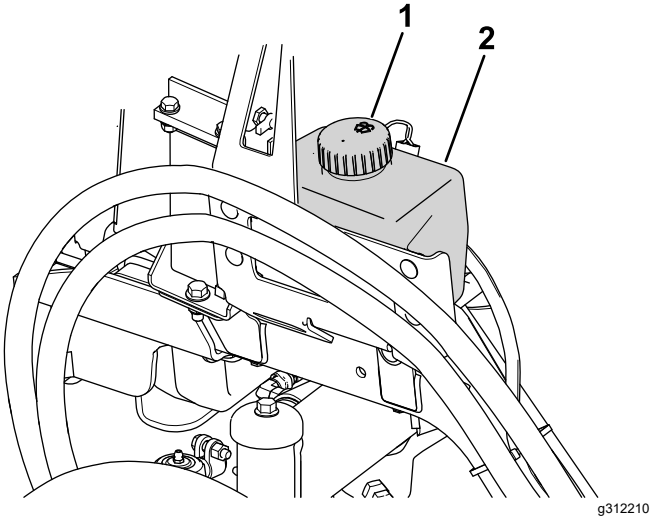

Figure 90
1. Retirez le bouchon (Figure 90) du réservoir.